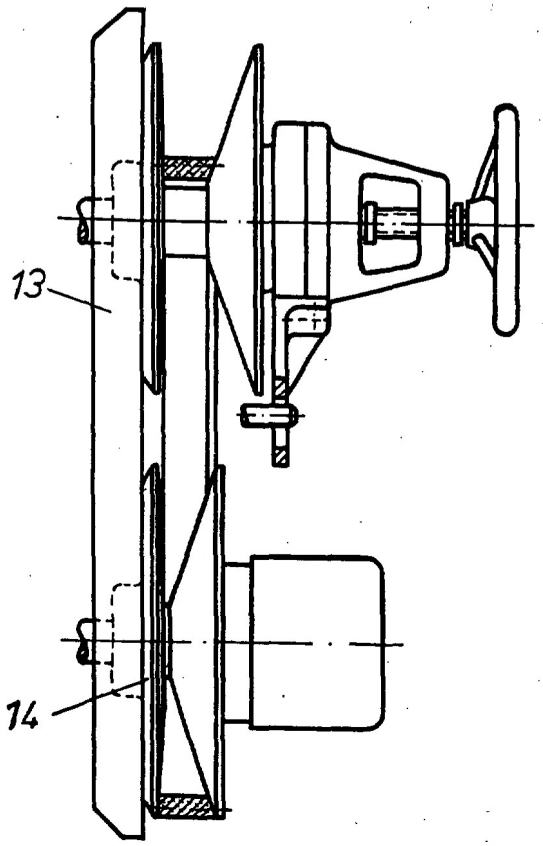

Bild 1/12
21.5. Ausrichten der Regelscheibensätze (Bild 1/12)